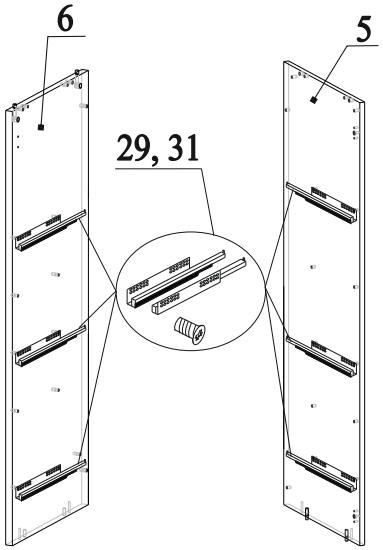

Рис.10
19. К деталям 5 и 6 привернуть направляющие из комплекта 29 евровинтами 31 (рис.10);